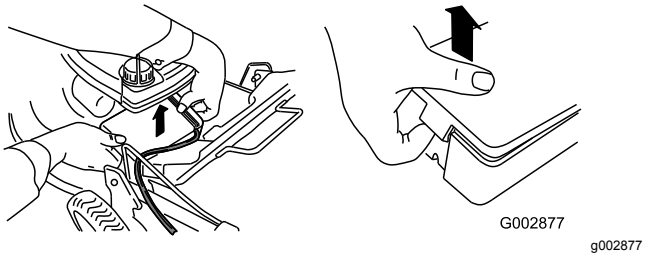

Figur 40
1. Snäpp upp batteriluckan i bägge sidor och ta bort den (Figur 40).